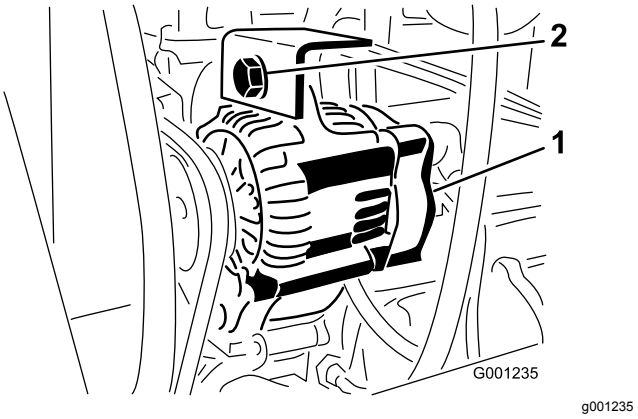

**Figur 74**
2. Løsn monteringsbolten til generatoren (Figur 74)
3. Øg eller mindsk generatorremmens stramhed, og spænd monteringsbolten (Figur 74).